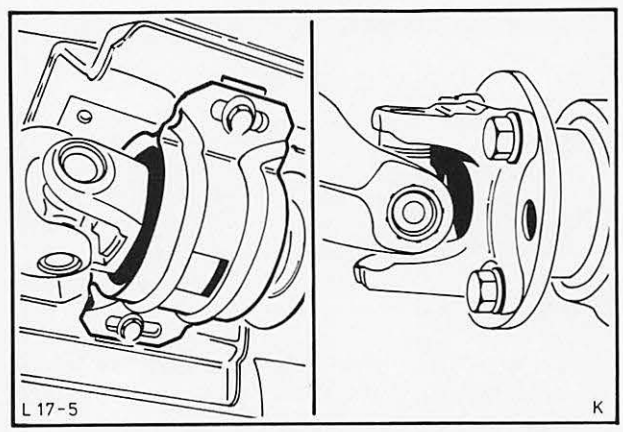

Abb. 136 Befestigung, Mittellager – Gelenkwellenflansch
7. Befestigungsschrauben am Gelenkwellenflansch mit vorgeschriebenem Drehmoment festziehen (neue Federringe verwenden), Abb. 136.
8. Bei geteilter Gelenkwelle Mittellager mit vorgeschriebenem Drehmoment anschrauben, Abb. 136.